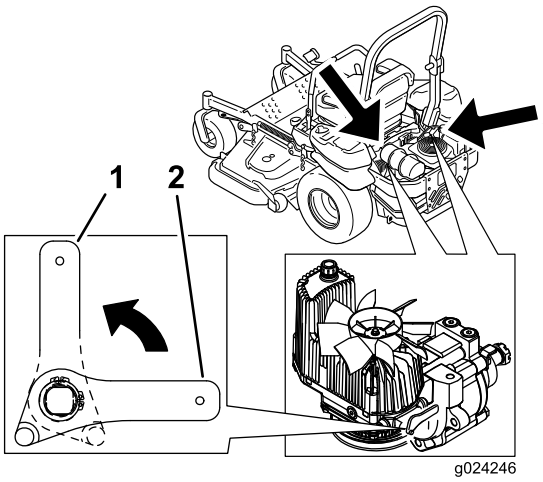

Figuur 33
2. Draai de vrijgavehendels verticaal om de machine te duwen. Hierdoor kan de hydraulische vloeistof worden omgeleid zodat de wielen kunnen draaien (Figuur 33).
4. Draai de vrijgavehendels horizontaal om de machine te gebruiken (Figuur 33).